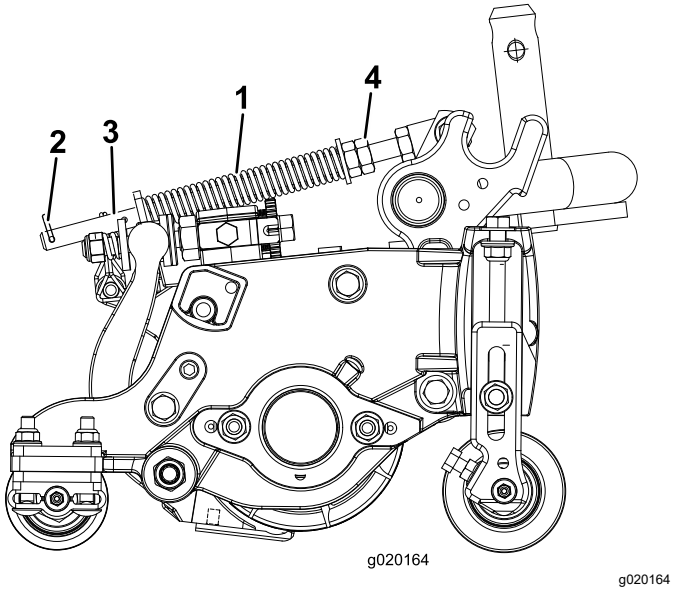

Figur 11
Græskompensationsfjederen (Figur 11) overfører også vægt fra forrullen til bagrullen. Dette medvirker til at reducere dannelsen af et bølgemønster i plænen, også kaldet ondulation.
1. Sørg for, at låseclipsen er monteret i det bageste hul i fjederstangen (Figur 11).
2. Stram sekskantmøtrikkerne på fjederstangens forende, indtil fjederens sammentrykkede længde er 12,7 cm (Figur 11).